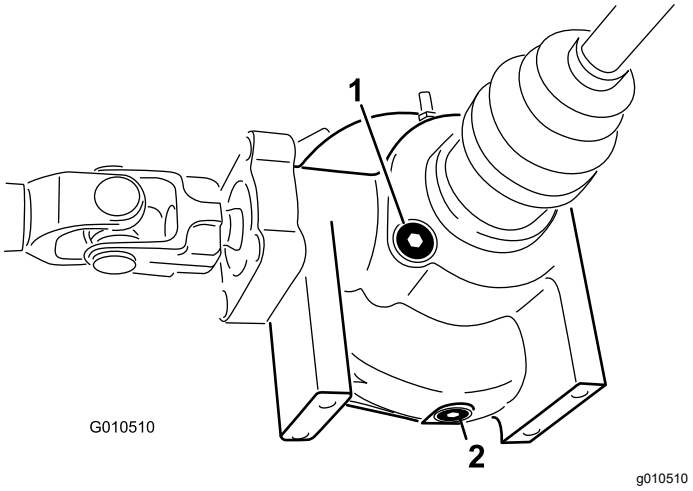

Figur 52
2. Rengør området rundt om aftapningsproppen på siden af differentialet (Figur 52).